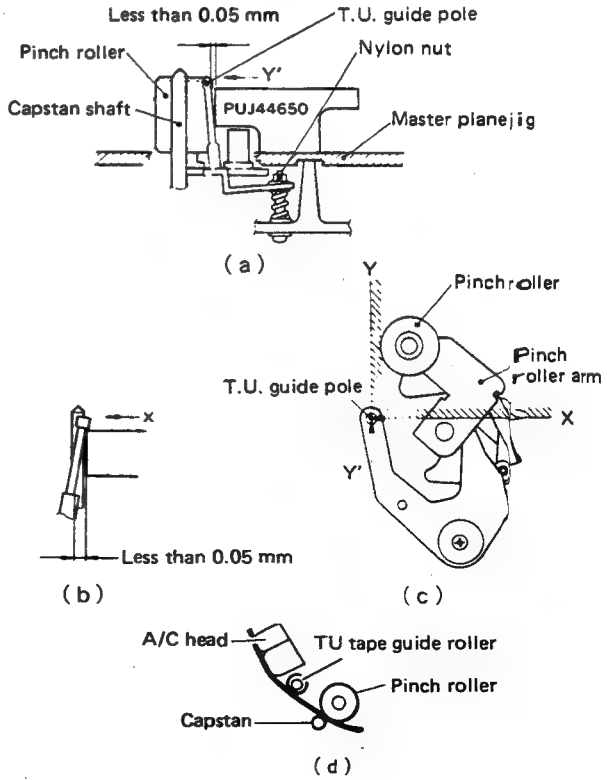

Fig. 2-33 Take-up guide pole perpendicularity
1. Set the master plane jig. Use the height gauge (PUJ-44650) to measure at the two orthogonal places (X-Y') as shown in Fig. 2-33(c).
2. To measure at the Y' place, check that the perpendicularity degree between the take-up guide pole and height gauge is less than 0.05 mm as shown in Fig. 2-33(a).
3. In the same manner, check at the X place as shown in Fig. 2-33(b).
4. Perform the following check after completing steps 2 and 3. Check that tilt of take-up guide pole is less than 0.05 mm in both X and Y directions (shaded position) as shown in Fig. 2-33(c).